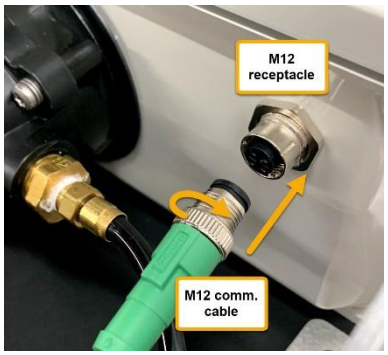

Figure 10-1: M12 cable and receptacle before connection
a. Fully insert the connector into the receptacle in the proper orientation. See Figure 10-1.